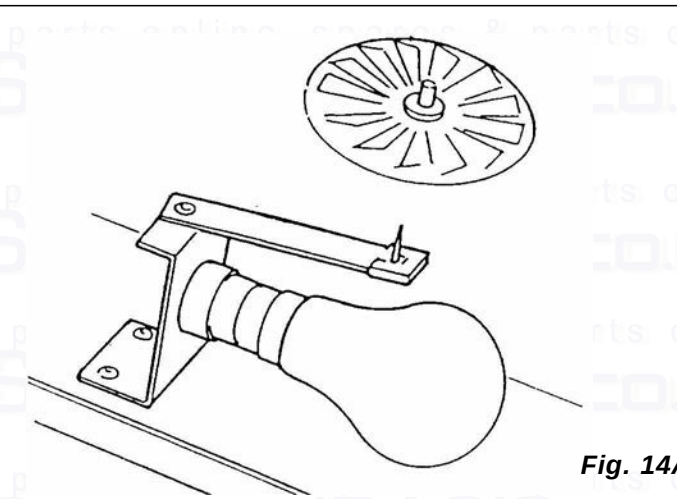

Fig. 14A
6.4 CHECK FUNCTION OF LAMPS AND SPINNERS (De Luxe) Fig. 14A